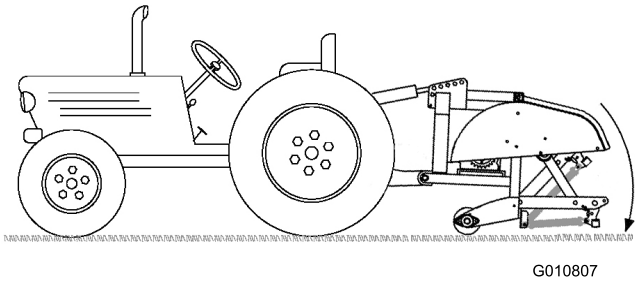

**Rysunek 14**
4. Opuść aerator na podłoże i wysuń do końca siłownik hydraulicznego łącznika górnego lub łącznik górny (Rysunek 14).